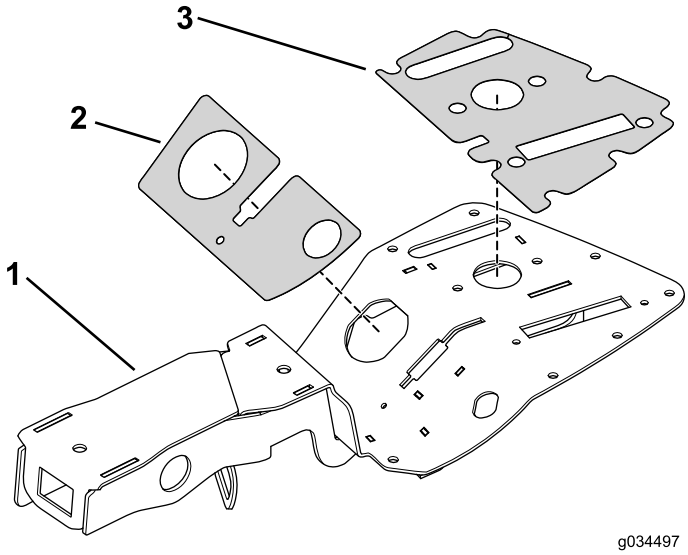

Figura 15
1. Montate l'adesivo superiore e inferiore sul gruppo consolle (Figura 15).